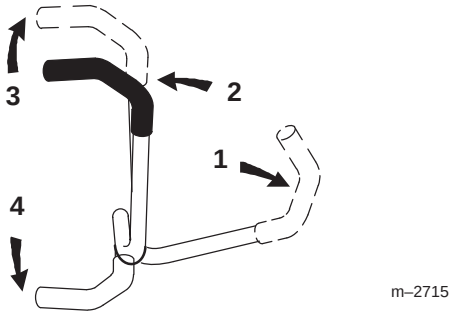

Figure 20
3. Pour vous déplacer en marche avant, poussez doucement les leviers de commande de déplacement vers l'avant (Fig. 20).
Pour vous déplacer en ligne droite, appliquez une pression égale sur les deux leviers de déplacement (Fig. 20).
Pour tourner, rapprochez du point mort le levier de commande correspondant à la direction que vous voulez prendre (Fig. 20).
2. Pour vous déplacer en marche arrière, tirez doucement les leviers en arrière (Fig. 20).
Pour tourner, relâchez le levier de commande correspondant à la direction que vous voulez prendre (Fig. 20).